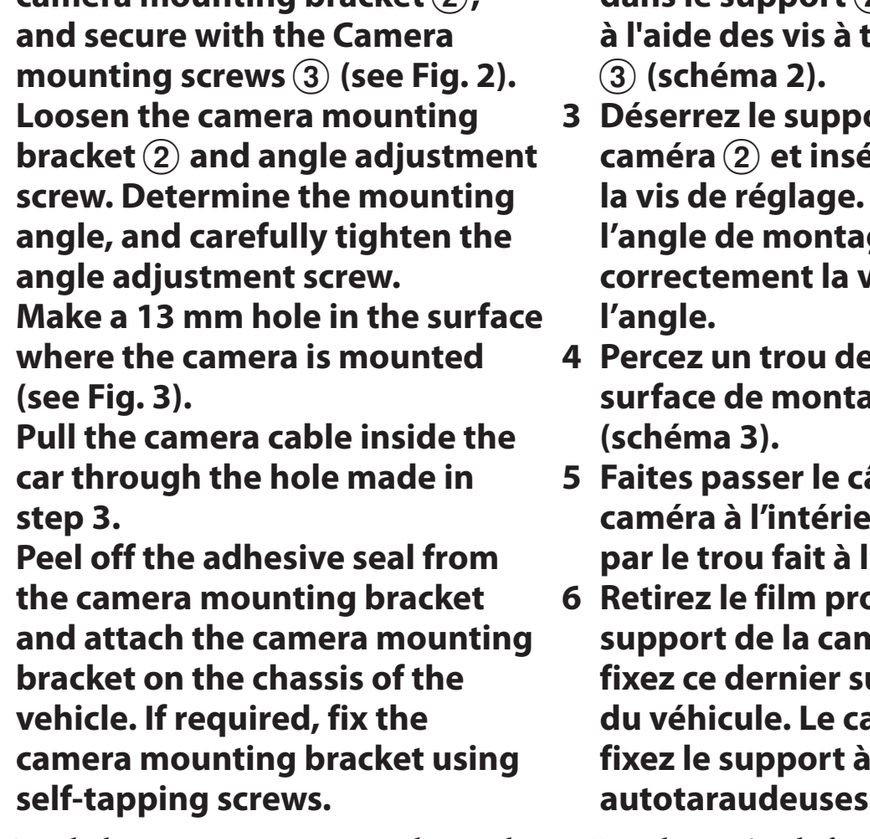

Fig. 4 /Schéma 4 /Fig. 4
**1 Secure the camera cable while referring to Fig. 4. Attach the waterproofing pad ⑤ with the waterproofing pad adhesive sheet ⑥, and secure any slack cable around the waterproofing pad ⑤ using the wire clamp ⑧.**
**1 Fixez le câble de la caméra en vous reportant au schéma 4. Fixez le protège-câbles ⑤ sur son ruban adhésif ⑥, puis fixez et tendez le câble sortant du protège-câbles ⑤ à l'aide de l'attache-fils ⑧.**